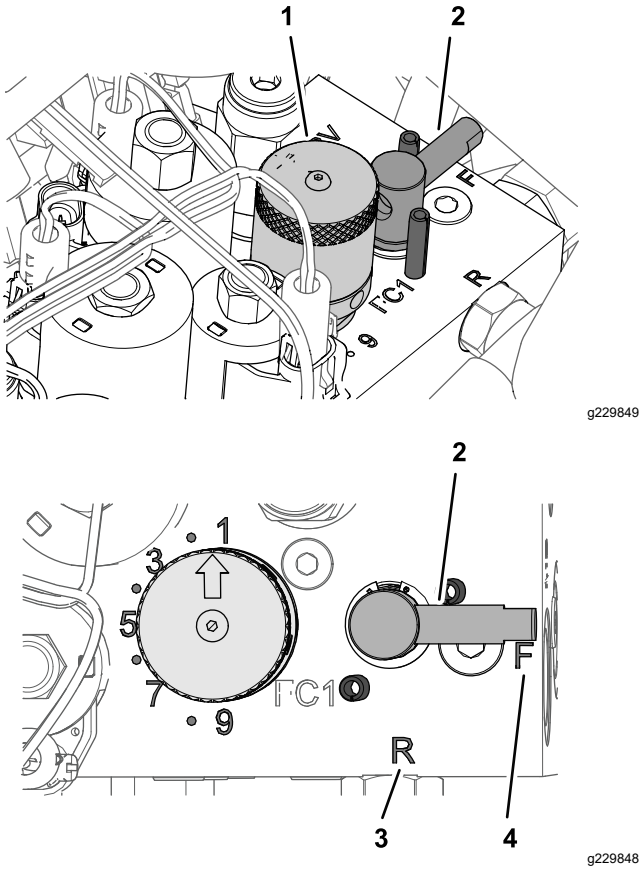

Figure 55
4. Tournez le levier de rodage à la position R (Figure 55).
5. Tournez le bouton de réglage de vitesse des cylindres à la position 1 (Figure 55).